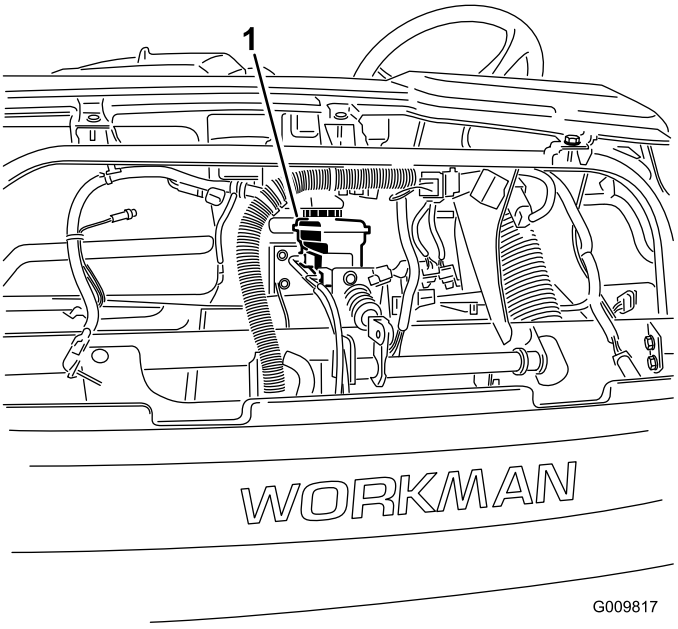

**Figur 24**
**Merk:** Du kan fjerne panseret for å få tilgang til beholderen fra forsiden av maskinen (Figur 24).